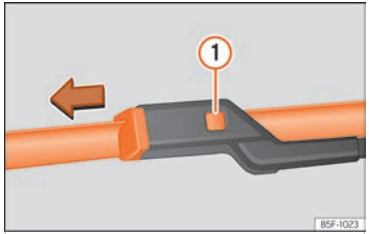

Fig. 193 Changing the windscreen wiper blades
- Press and hold release button ››› Fig. 193 ① and pull gently on the wiper blade in the direction of the arrow.